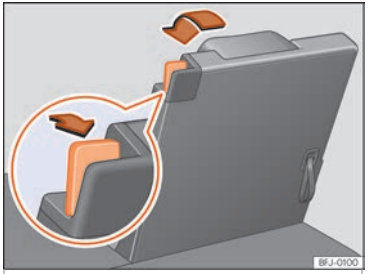

Fig. 121 Troisième rangée de sièges : placer le siège en position de plancher de chargement.
- Tirez le levier de déverrouillage ››› **fig. 121** complètement vers l'arrière pour déverrouiller le dossier du siège.
- Tirez la boucle située sur le dossier du siège ››› fig. 121 pour relever le dossier. **OU** : relevez manuellement le dossier du siège depuis l'habitacle.
- La marque rouge sur le levier de déverrouillage ››› fig. 121 ne devra pas être visible.
- **Une marque rouge sur le levier de déverrouillage ››› fig. 121 indique que le dossier n'est pas encastré. Si le dossier est bien encastré, la marque n'est pas visible.**